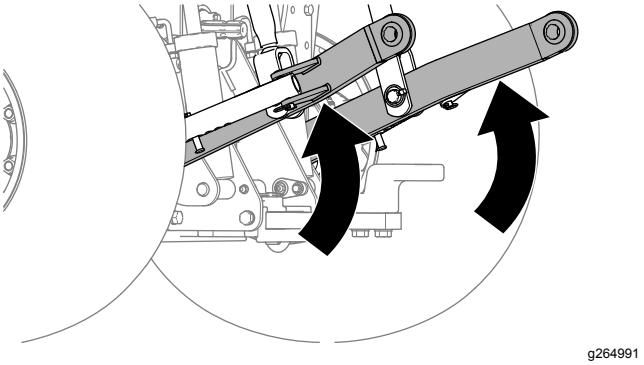

Rysunek 11
4. Podnieś całkowicie dolne łączniki 3-punktowego układu zawieszenia (Rysunek 11).